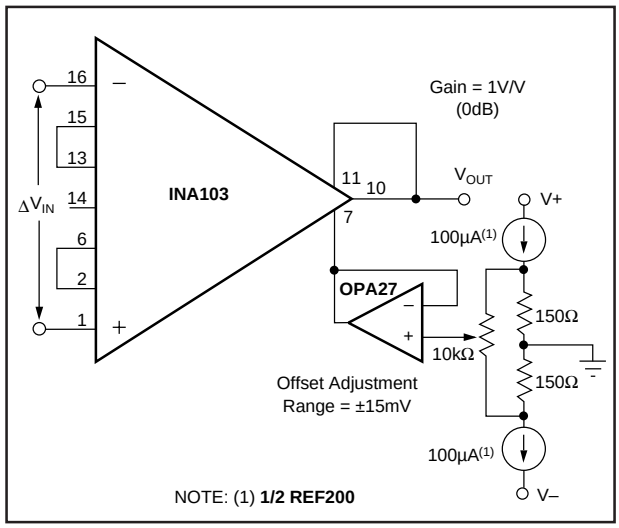
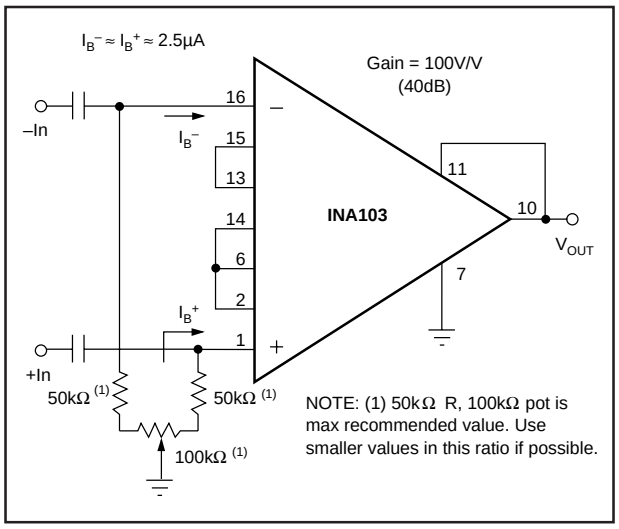
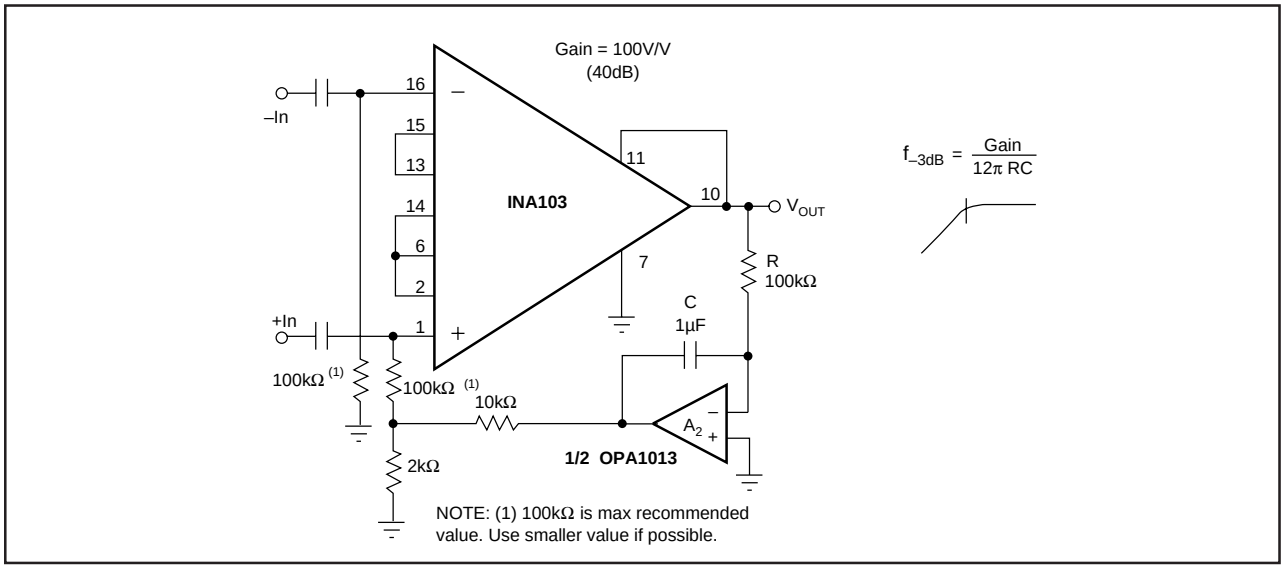

FIGURE 4. Output Offsetting.
FIGURE 5. Input Offset Adjustment for AC-Coupled Inputs.
FIGURE 6. Automatic DC Restoration.
Gains of 1 or 100V/V can be set without external resistors. For G = 1V/V (unity gain) leave pin 14 open (no connection)—see Figure 4. For G = 100V/V, connect pin 14 to pin 6—see Figure 5.
NOTES: (1) No R_G required for G = 1. See gain-set connections in Figure 4. (2) R_G for G = 100 is internal. See gain-set connection in Figure 5.
To offset the output voltage without affecting drift, use the circuit shown in Figure 4. The voltage applied to pin 7 is summed at the output. The op amp connected as a buffer provides a low impedance at pin 7 to assure good common-mode rejection.
Figure 5 shows a method to trim offset voltage in AC-coupled applications. A nearly constant and equal input bias current of approximately 2.5µA flows into both input terminals. A variable input trim voltage is created by adjusting the balance of the two input bias return resistances through which the input bias currents must flow.
Figure 6 shows an active control loop that adjusts the output offset voltage to zero. A_2, R, and C form an integrator that produces an offsetting voltage applied to one input of the INA103. This produces a –6dB/octave low frequency roll-off like the capacitor input coupling in Figure 5.